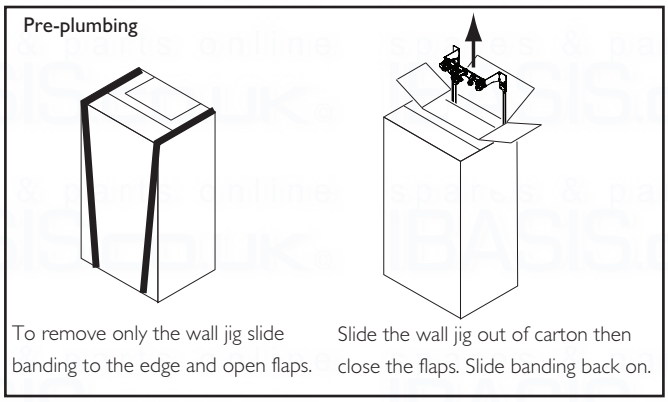

Fig. 17
3. If pre-plumbing (Fig. 17) - the wall jig and fitting kit can be removed without removing the carton sleeve. Simply slide banding to the edge and open the perforated flap, lift out the jig, fitting kit and instructions. If the boiler is to be installed at a later date, close the flap and reposition the banding straps, the boiler can now be stored safely away.